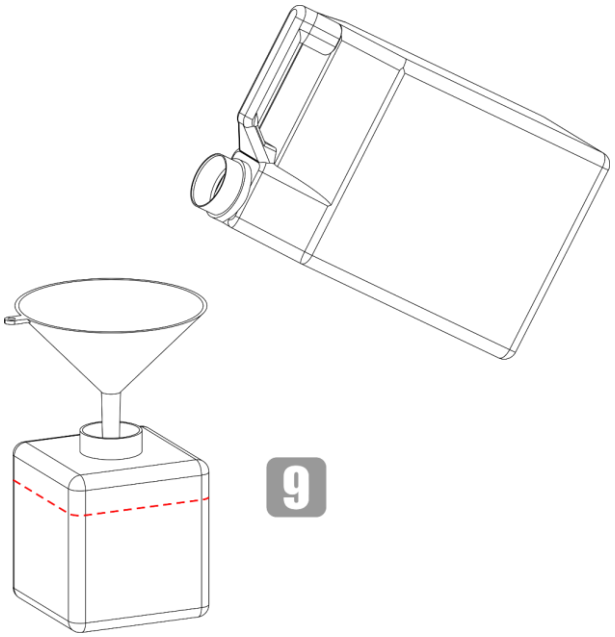

Fig. 16
09) Use a funnel to pour the fog fluid into the tank, as shown in Fig. 16.
10) Fill the fluid container with the recommended fog fluid (Max. Fluid Tank Capacity 2,3 L). Make sure that you do not overfill. See Fig. 16 for more information.